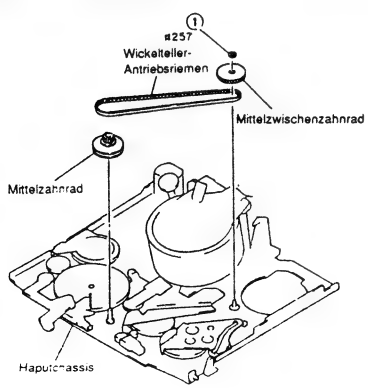

Abb. 2-69
1) Den Dichtring des Mittelzahnrades entfernen (siehe Abb. 2-69).
2) Eine (1) Scheibe entfernen, mit der das Mittelzwischenzahnrad befestigt ist.